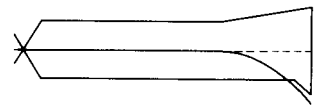
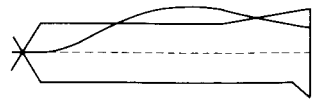
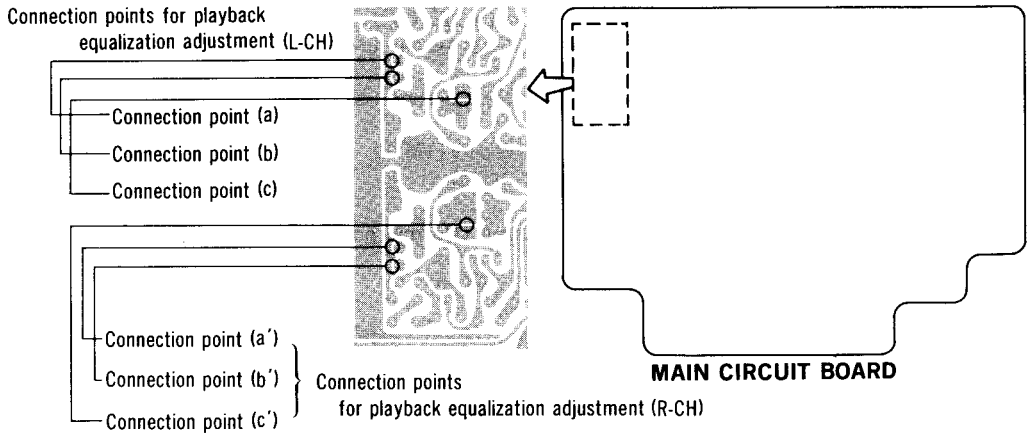

Fig. 8
Fig. 11
Fig. 12
1. If the measured value is not within the standard at the high frequency range, P.C.B. connection points (a) (L-CH) and (a') (R-CH) should be short-circuited (Fig. 12). In this case, connection points (b) (L-CH) and (b') (R-CH) should be opened.
2. Make measurement again according to steps from (2) to (6) of the "Measurement" above.
3. If the measured value decreases at high frequency range, as shown in fig. 8, P.C.B. connection points (b) (L-CH) and (b') (R-CH) should be shorted (Fig. 12).
5. If the measured value decreases at middle frequency range, as shown in fig. 10, P.C.B. connection points (c) (L-CH) and (c') (R-CH) should be opened (Fig. 12).
6. If the measured value increases at middle frequency range, as shown in fig. 11, P.C.B. connection points (c) (L-CH) and (c') (R-CH) should be shorted (Fig. 12).